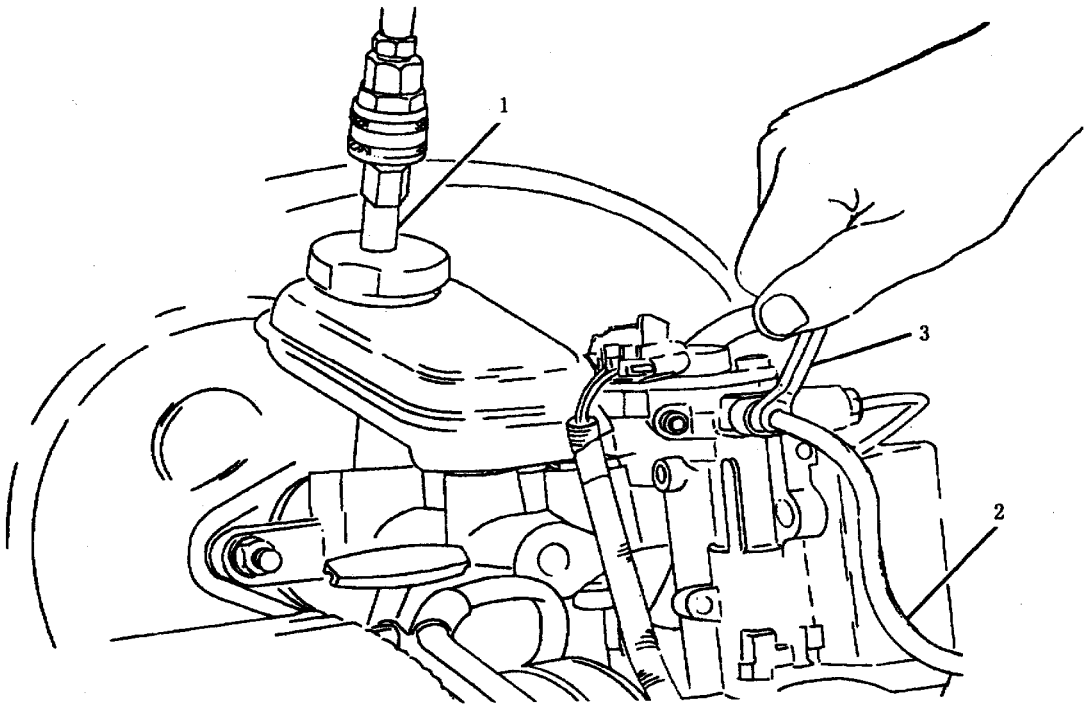

图 5－15 ABS 压力放气
(1) 压力放气法：放气时，应使用压力放气接头 J35589（见图 5－15）。压力放气工具必须为膜片式，即在压缩空气与制动液之间必须有一个橡胶膜片，以防空气、水分和其他污物进入液压系统。
1）将放气接头 J35589 装到制动液贮油室上（见图 5－15）。